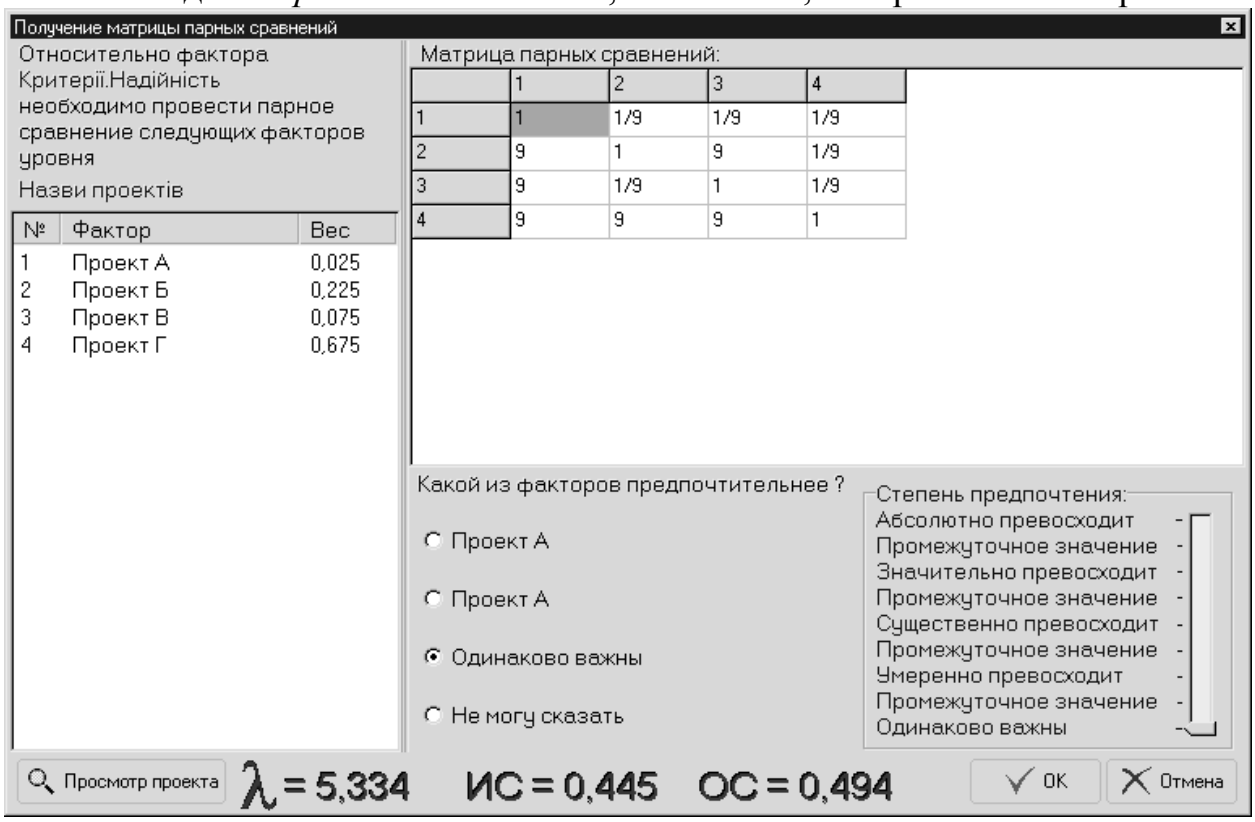

Рис. 24. Окно «Получение матрицы парных сравнений»
2. Командой *«Проект» – «Расчёт»*, вызов окна, изображённого на рис. 24: